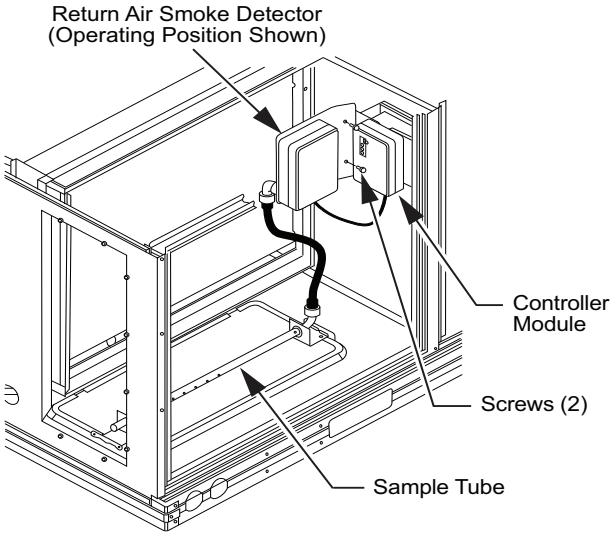

**Fig. 36 — Return Air Smoke Detector Operating Position**
3. Rotate the detector plate so the sensor is facing outwards and the sampling tube connection is on the bottom (see Fig. 36).